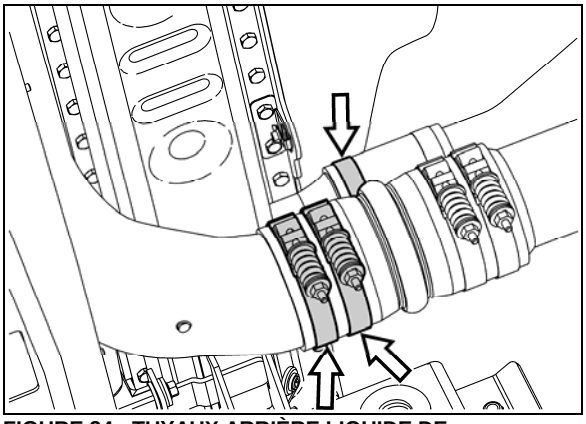

FIGURE 24 : TUYAUX ARRIÈRE LIQUIDE DE REFROIDISSEMENT ET D'AIR DE SURALIMENTATION
11. Démonter les colliers de serrage des boyaux arrière du liquide de refroidissement et d'air de suralimentation, puis dégager les boyaux (Figure 24).